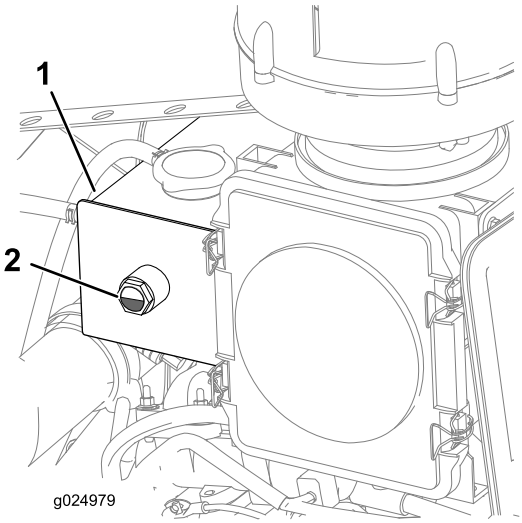

Bild 26
4. Prüfen Sie den Kühlmittelstand im Behälter (Bild 26).
Hinweis: Stellen Sie sicher, dass der Kühlmittelstand 1/4 bis 3/4 am Schauglas liegt (Bild 26).